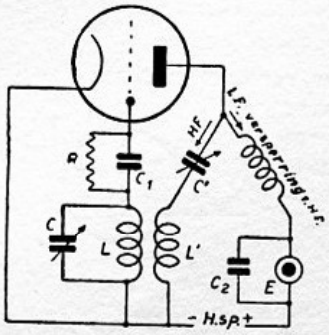

Fig. 65. Regeling van de terugkoppeling met behulp van den variabelen condensator C'.
W. — Hier heb je het schema (fig. 65): We laten den plaatstroom zich in twee verschillende wegen vertakken. De met HF aangeduide weg bevat een condensator met geringe capaciteit. Noch de gelijkstroom, noch de laagfrequent-component kan er doorheen. Alleen de hoogfrequente kan zich van dezen weg bedienen, dien hij tamelijk gemakkelijk kan volgen al naar gelang de capaciteit van den condensator C'.